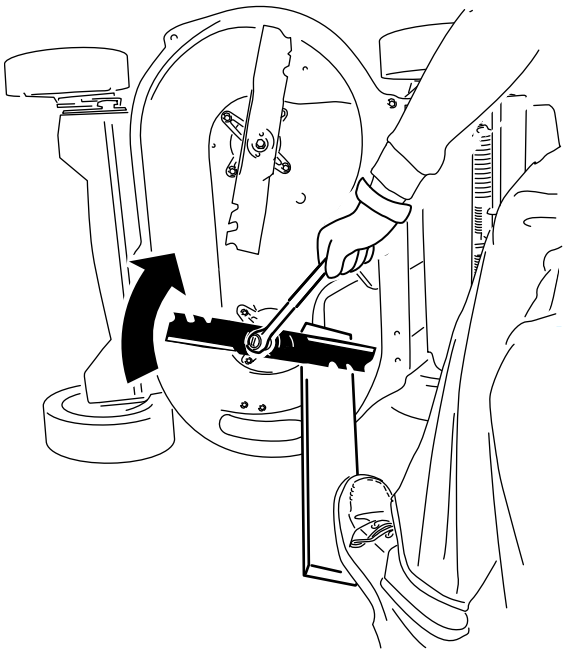

Figura 31
2. Apoye cada cuchilla en un trozo de madera y gire el perno de la cuchilla en el sentido horario con una llave dinamométrica, según se muestra en Figura 31; apriete el perno de la cuchilla a **82 N·m.**